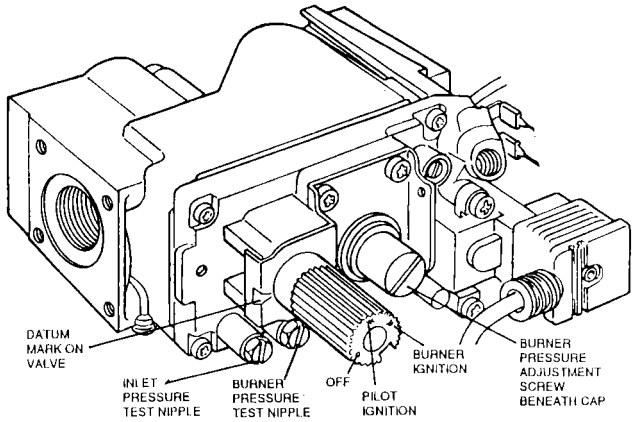
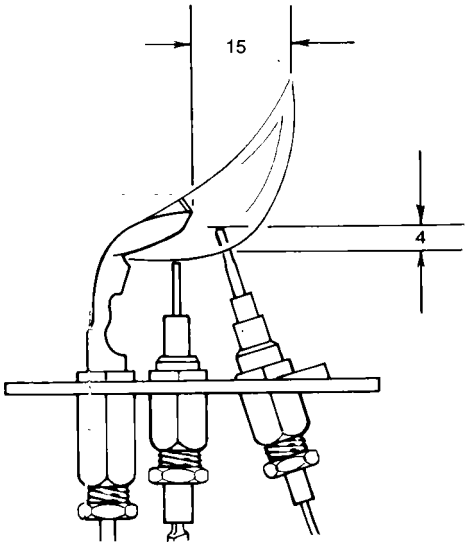

Figure 25 GAS CONTROL VALVE
Figure 26 PILOT BURNER
F. Partly depress and turn the gas control knob clockwise ensuring the symbol ● lines up with the datum mark on the gas valve body. See Fig 25. This ensures that the valve is in the 'OFF' condition.
A. Remove the screw from the burner pressure test nipple on the gas control valve and fit a pressure gauge to the test nipple. See Fig 25.
C. If burner pressure adjustment is necessary, remove the screwed cap from the gas control valve, see Fig 25 , and turn the screw beneath clockwise to increase pressure and anti-clockwise to reduce pressure.
The pilot burner pressure is non-adjustable. The pilot flame should heat the thermocouple so that the pilot safety device is “held in” but must not cause the thermocouple to glow bright red. Fig 26 illustrates the approximate size of a correct flame. The E.M.F. generated by the thermocouple should be of the order of 20-30 mV open circuit, 10-14 my closed circuit. Due to the voltage drop in the overheat thermostat circuit there should be 6.5-8.5 mV closed circuit at the connection to the gas control valve. Drop out should occur between 1-3 mV closed circuit. If these conditions cannot be achieved check that the inlet pressure is 20 mbar See Fig 25 for inlet test nipple position. If this is correct contact Potterton Myson.